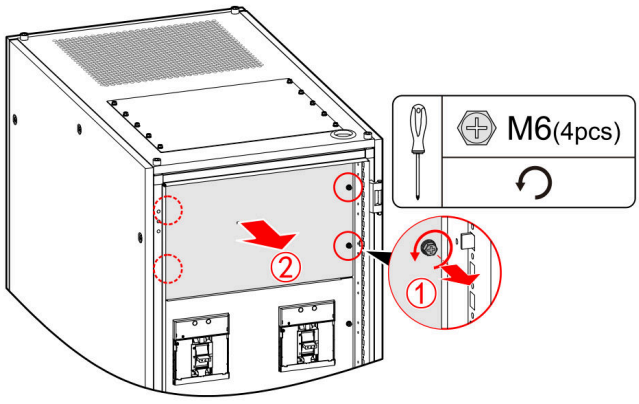

FIGURE 4-66 Remove the upper front cover plate
1. Remove the upper front cover plate (M6, 4 pieces) (Figure 4-66).